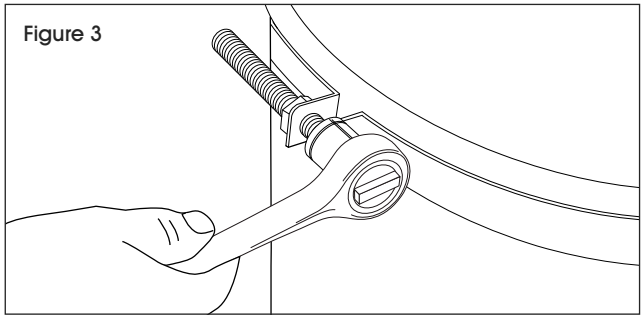

Figure 3
3. Using a 19 mm socket wrench, retighten the bolt to connect the ring. (See Figure 3)